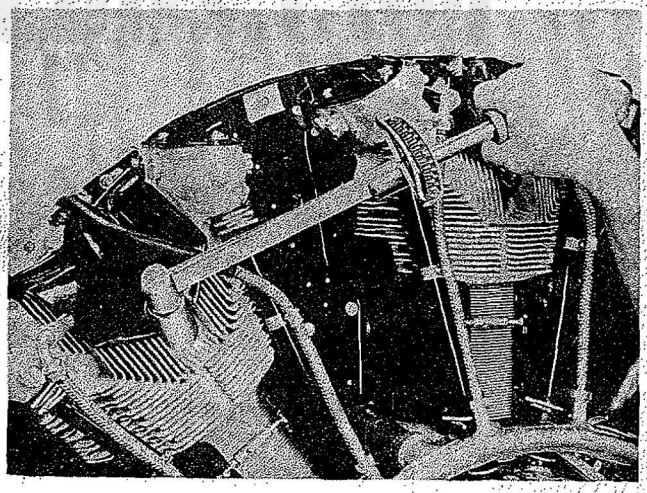

Figure 249—Installing Spark Plug Using Torque Wrench
f. Coat the first three threads from the electrode end lightly with anti-seize compound, specification MIL–T–5544. Install and tighten the spark plugs to the proper torque value. Refer to the Table of Limits in Section XII and to Figure 249.